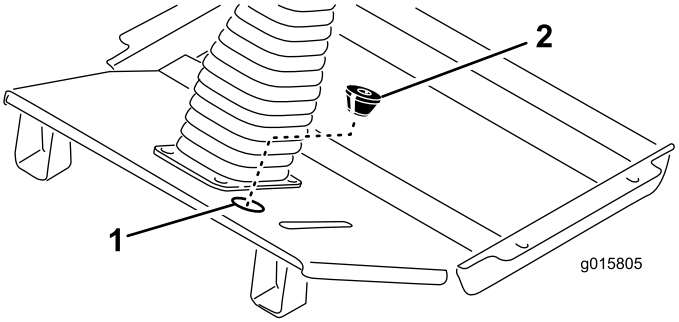

Figure 10
- Acheminez le bout du faisceau avec les (5) connecteurs par le trou ouvert du panneau de plancher (Figure 10).
- Faites une entaille dans le passe-câble fourni et découpez l'ouverture inférieure (Figure 10). Tournez le cône du passe-câble vers le bas, passez-le autour du faisceau et insérez-le dans le trou ouvert du panneau de plancher.